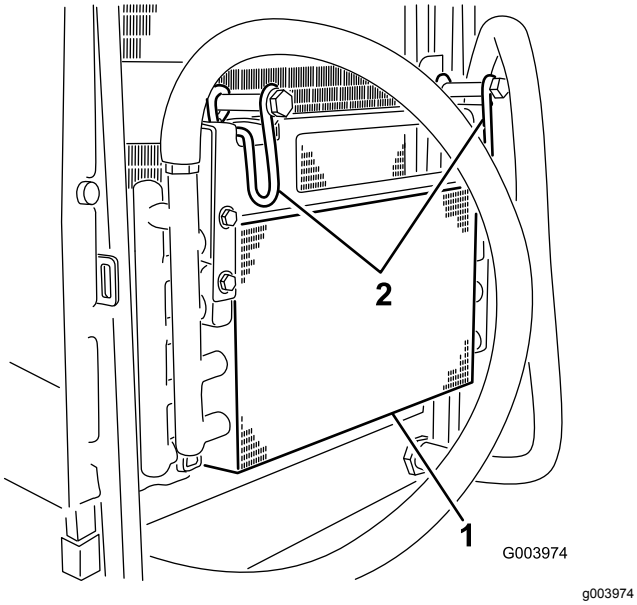

Figuur 52
6. Draai de vergrendeling naar binnen om de oliekoeler los te maken (Figuur 52).